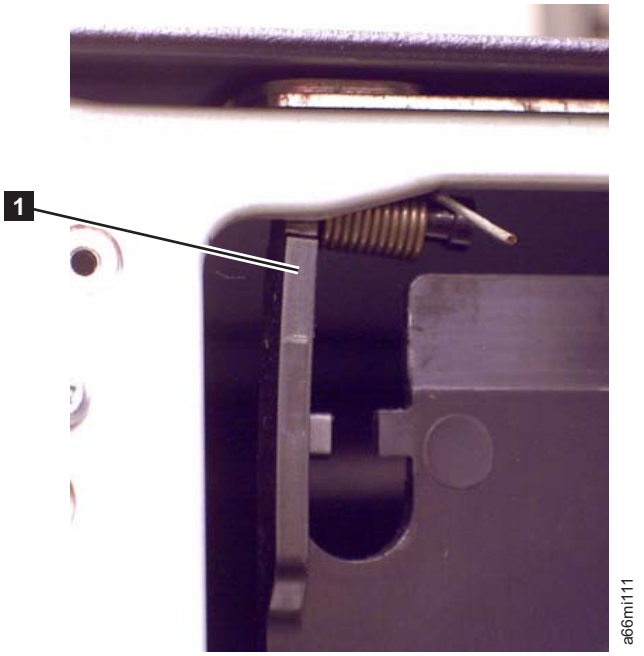

Figure 7-39. I/O Safety Flap Pivot Pin, Removed
4. Move the flap to the right to remove the pivot pin (**1** in Figure 7-39 on page 7-38) from the pivot hole (**1** in Figure 7-39 on page 7-38). The flap can now be